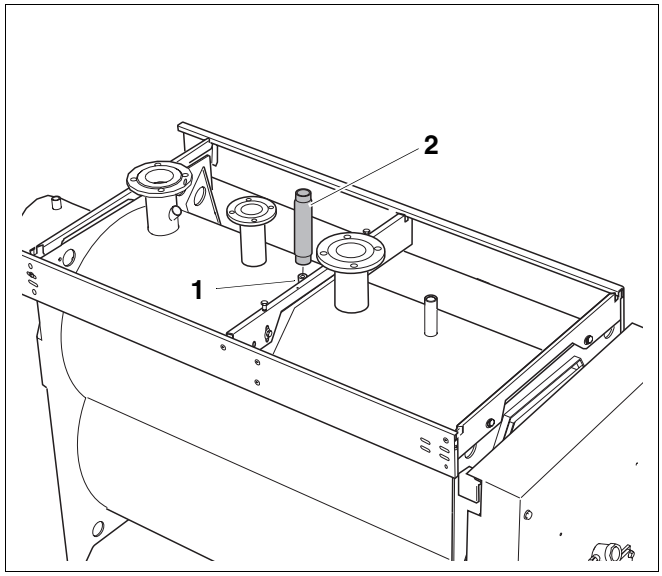

Rys. 19 Montaż zabezpieczenia przed brakiem wody
- Osadzić szczelnie rurę do podłączenia zabezpieczenia przed brakiem wody (rys. 19, **poz. 2**) w złączce 2" (rys. 19, **poz. 1**) znajdującej się na kotle grzewczym.
- Zamontować zabezpieczenie przed brakiem wody (wyposażenie dodatkowe) w rurze (rys. 19, **poz. 2**).